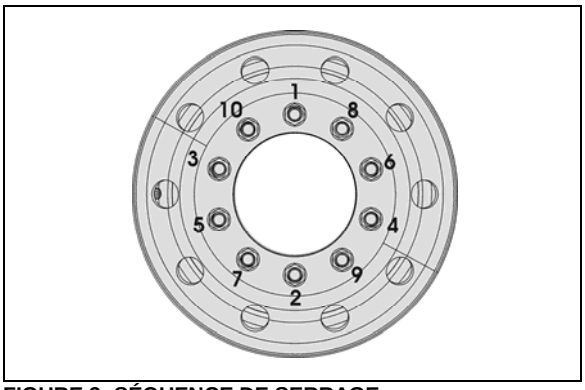

FIGURE 3: SÉQUENCE DE SERRAGE 13018
2. Visser les écrous (se reporter à la FIGURE 3 pour la séquence) pour que la roue se place d'elle-même de manière concentrique avec le moyeu. Ceci est important, pour éviter que la roue puisse être excentrique avec le moyeu et soit voilée. Dans cette étape initiale, serrer légèrement les écrous pour corriger la position de la roue;
3. Serrer les goujons de roue progressivement comme illustré à la FIGURE 3. Le serrage final doit être effectué avec une clé dynamométrique.
Une fois les roues intérieures et extérieures installées, serrer les écrous de goujon progressivement, comme indiqué à la FIGURE 3.
Répéter l'opération pour chacun des 10 *écrous* conformément à la séquence de serrage de la FIGURE 3.
Utiliser une clé dynamométrique étalonnée pour serrer les écrous de roue. Ne pas utiliser d'outils électriques ou de longues barres pour le serrage. Serrer les écrous de roue alternativement comme illustré à la FIGURE 3.